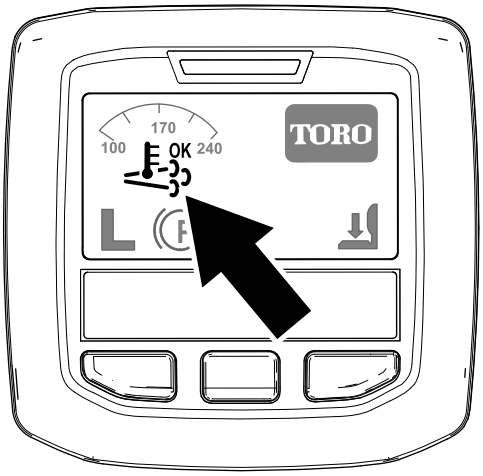

Figuur 37
- Het pictogram ondersteunde/reset regeneratie verschijnt op het InfoCenter (Figuur 37).